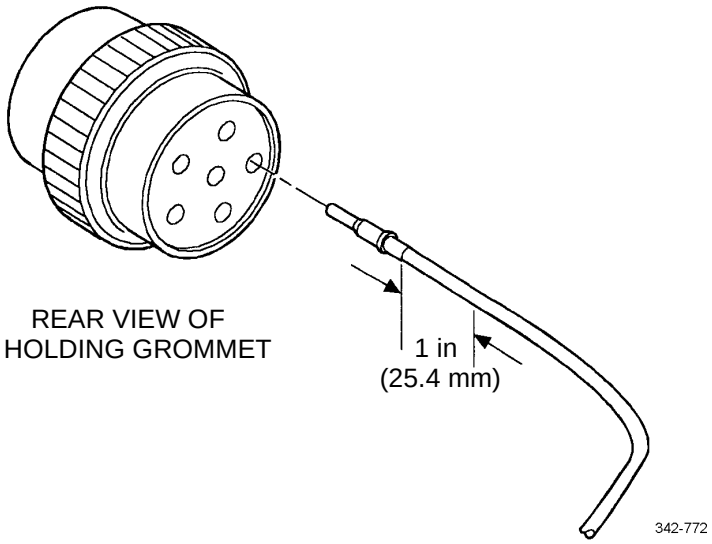
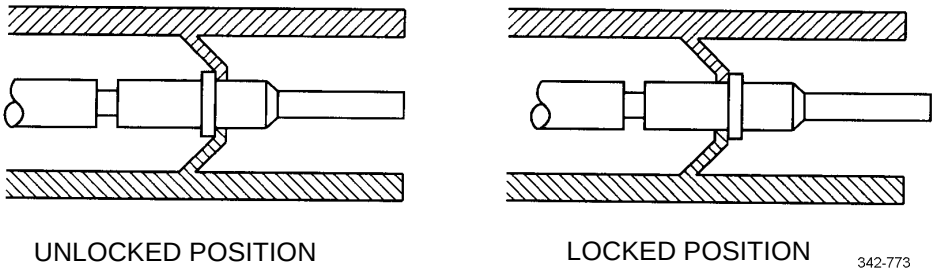

Figure 15. Pushing Contact into Grommet.
Figure 16. Locking Terminal into Connector.
(5) Grasp contact approximately 1 in (2.54 mm) behind contact crimp barrel.
(6) Hold connector with rear grommet facing you (Figure 15).
(7) Push contact into grommet until a positive stop is felt (Figure 15). A slight tug will confirm that it is properly locked into place (Figure 16).